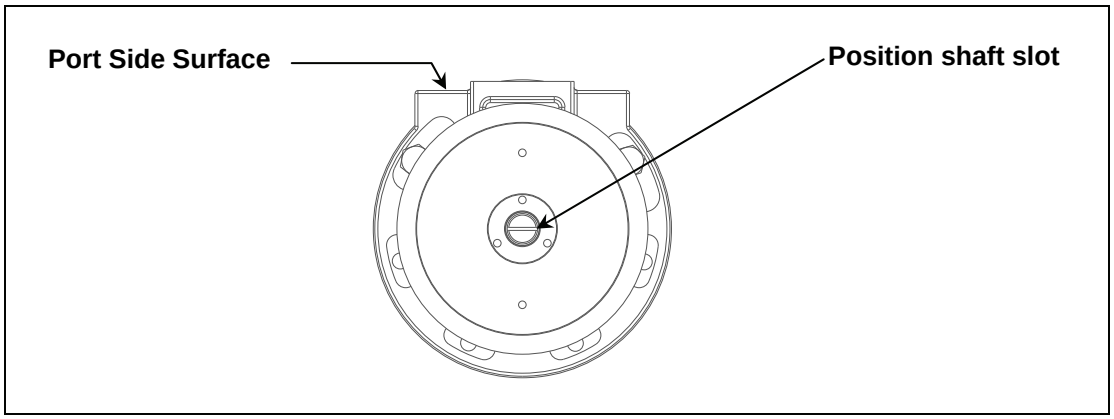

**Figure 1: Actuator in Valve Closed Position**
2. Leave the actuator in the closed position for disassembly, i.e. the groove on the position shaft has to be parallel to the port surface. See Figure 1.